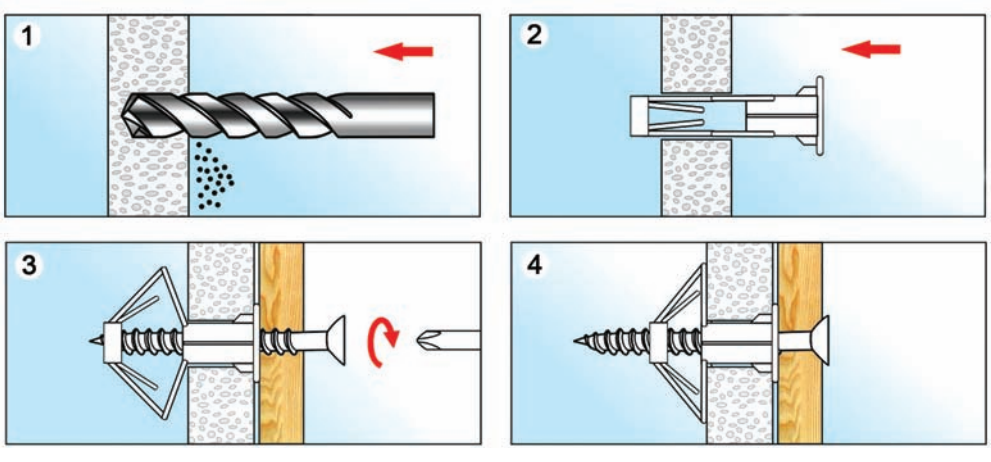

Рис. 138. Крепление легких предметов на стену из гипсокартона
Крепление легких предметов на стену из гипсокартона осуществляют с помощью дюбеля-бабочки (рис. 138). Просверливают отверстие в гипсокартоне (1), вставляют дюбель-бабочку (2), а затем — шуруп (3). Боковые стенки дюбель-бабочки по мере вкручивания в него шурупа расходятся в стороны, образуя надежное крепление (4). Крепление тяжелых предметов на стену из гипсокартона осуществляют только в металлический профиль каркаса конструкции дюбелем с пружинными откидными планками.